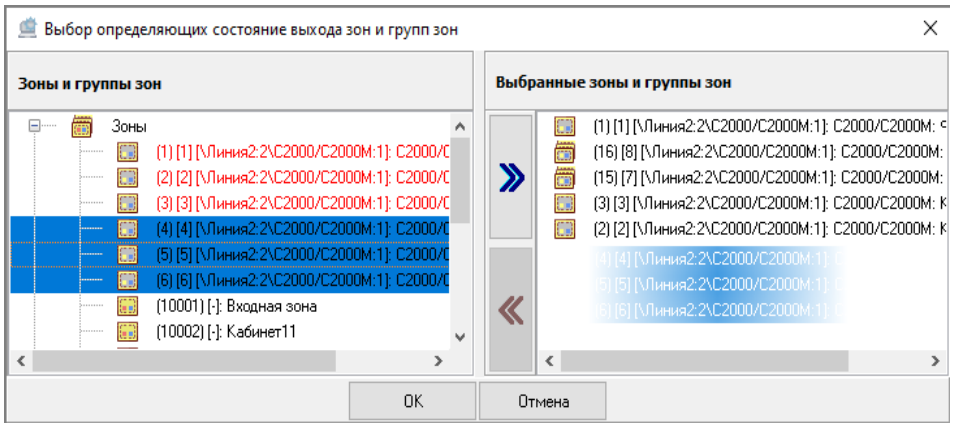

Рисунок 6-386 Выбор нескольких зон и групп зон в качестве определяющих состояние выхода перетаскиванием
– выделите одну или несколько зон/групп зон в поле «Зоны и группы зон» (для выделения сразу нескольких зон/групп зон нажмите на клавиатуре и удерживайте клавишу <Shift> для выбора диапазона или клавишу <Ctrl> для комбинированного выбора) и перетащите выделенные зоны/группы зон в поле «Выбранные зоны и группы зон» (см. Рисунок 6-386);